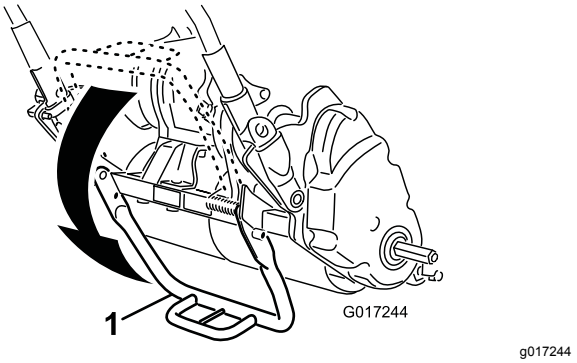

Figur 18
1. Brug foden til at skubbe midten af støttebenet ned, og træk i den nederste håndtagsstøtte, indtil støttebenet er drejet fremad og over midten (Figur 18).